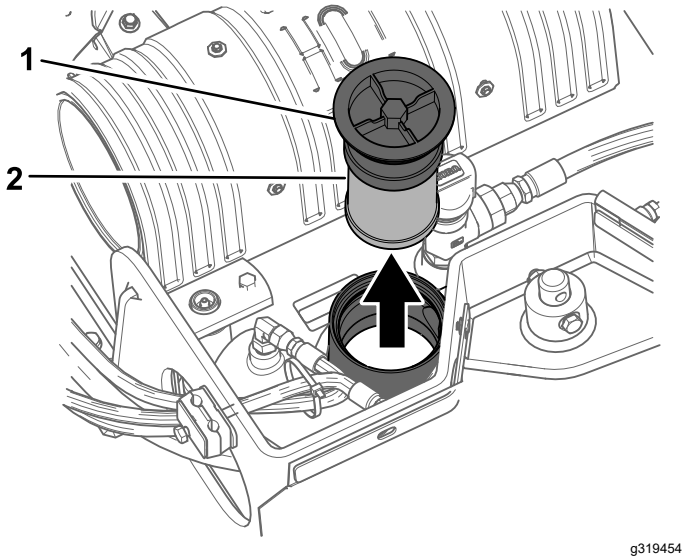

**Figuur 58**
5. Maak schoon rond de vulbuis van de hydraulische tank en verwijder de dop en het filter uit de vulbuis met een dopsleutel (Figuur 58).
4. Verwijder het oude filter en gooi het weg (Figuur 58).
5. Monteer het vervangfilter en de vuldop (Figuur 58) en draai de bout bovenaan vast tot 21 à 25 N·m.
5. Verwijder de vuldop en het filter van de hydraulische tank (Figuur 58).
10. Monteer het hydraulische filter en de vuldop (Figuur 58) en draai de bout bovenaan vast tot 21 à 25 N·m.